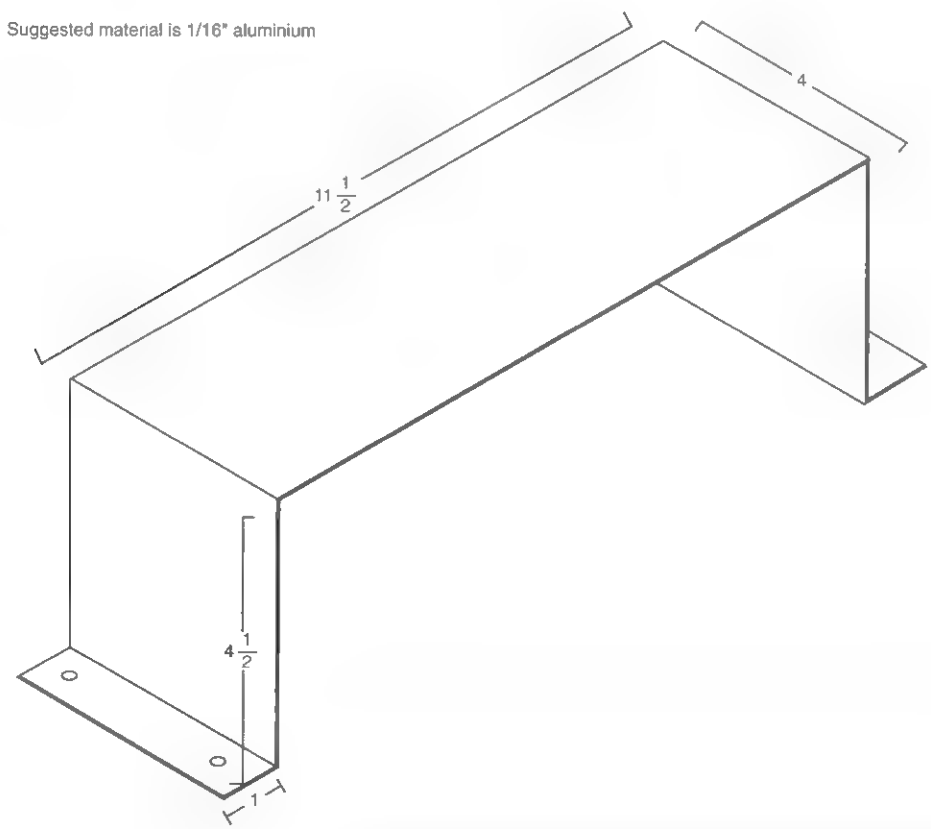

Figure 16-10 *Fabrication of the capacitor bracket*
16. Fabricate the capacitor bracket, as shown in Figure 16-10. This piece secures the three energy storage capacitors C10A, C10B, and C10C on the bottom deck.